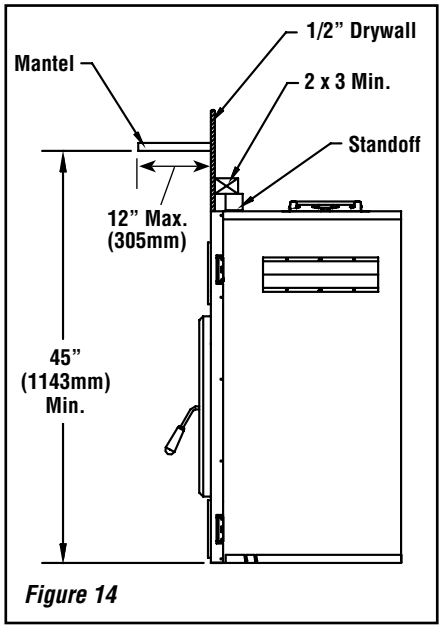

Figure 14
1. Combustible material must be installed flush with the fireplace. It may not project in front of and on the fireplace (i.e. the steel facade of the fireplace) *(**Figure 14**)*.
The mantel must be installed at least 45" (1143 mm) above the base of the fireplace *(**Figure 14**)*.